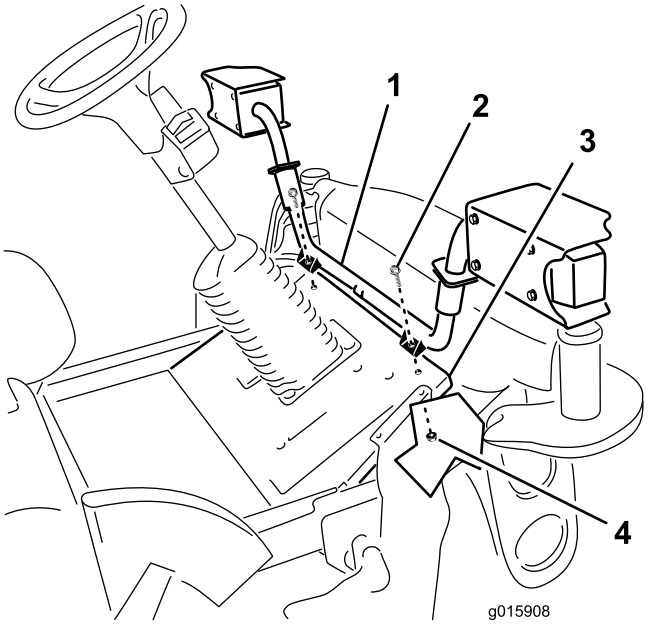

Figura 6
Prenda a montagem do farol à plataforma com (2) parafusos de cabeça flangeada 3/8 x 1–1/2 pol. e porcas flangeadas 3/8 pol. como se mostra em Figura 6.